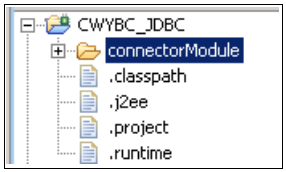

Figure 12-29 The connectorModule folder
7. Copy the **db2java.zip** file from the DB2 installation into the connectorModule folder (Figure 12-29). You can find the db2java.zip file in the *DB2_SQL_LIB*/java/ directory. Drag this file from the file system into your WebSphere Integration Developer workspace.